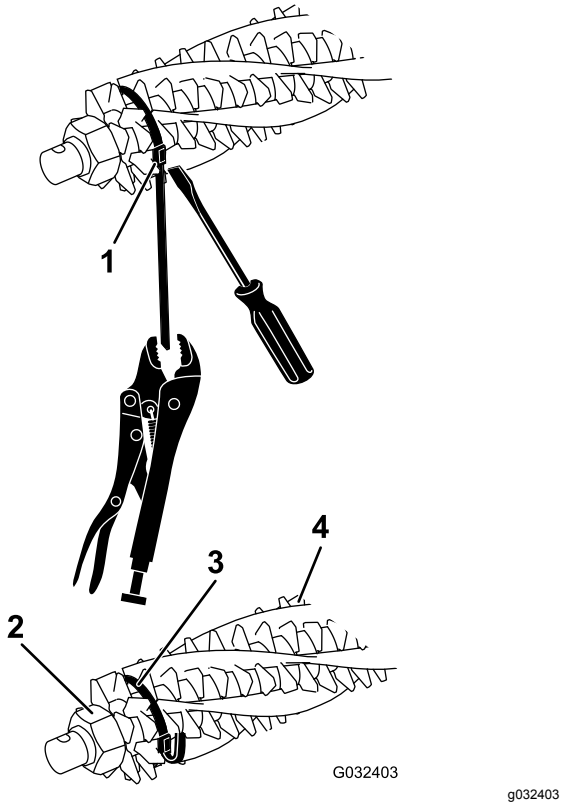
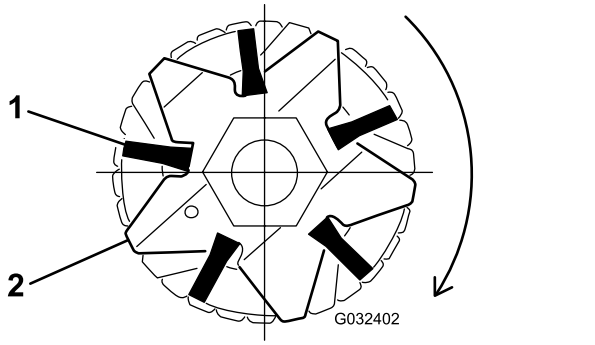

Figuur 16
Figuur 18
2. Draai de bevestigingsmoeren van het groomermes aan de uiteinden van de groomeras los (Figuur 16).
4. Controleer of de borstels zich in de gleuven van de groomermessen bevinden (Figuur 16 en Figuur 18).
5. Wikkel de banden losjes om de groomeras en de borstels (Figuur 16). Steek de banden in de gleuven van de borstels Figuur 18.
Opmerking: Als de borstels van de groomer niet goed in de sleuven zitten, maak de moeren aan de uiteinden van de groomeras dan los, plaats de borstels goed in de messleuven, en zet de bevestigingsmoeren van de groomermessen vast (Figuur 16).
7. Druk met een schroevendraaier op de gesp van de band, pak de band vast met een griptang en trek de banden strak aan totdat ze in de groeven vastzitten (Figuur 16).